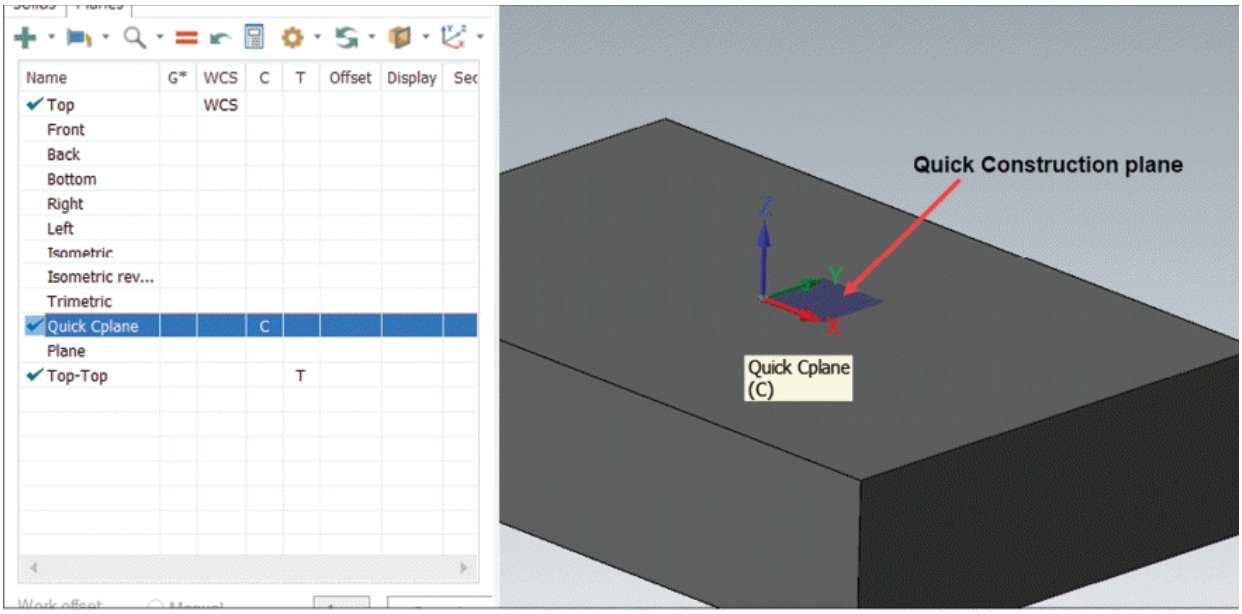

Figure-13. Quick construction plane created
- Select desired face of model. The quick construction plane will be created and set as current construction plane; refer to Figure-13.